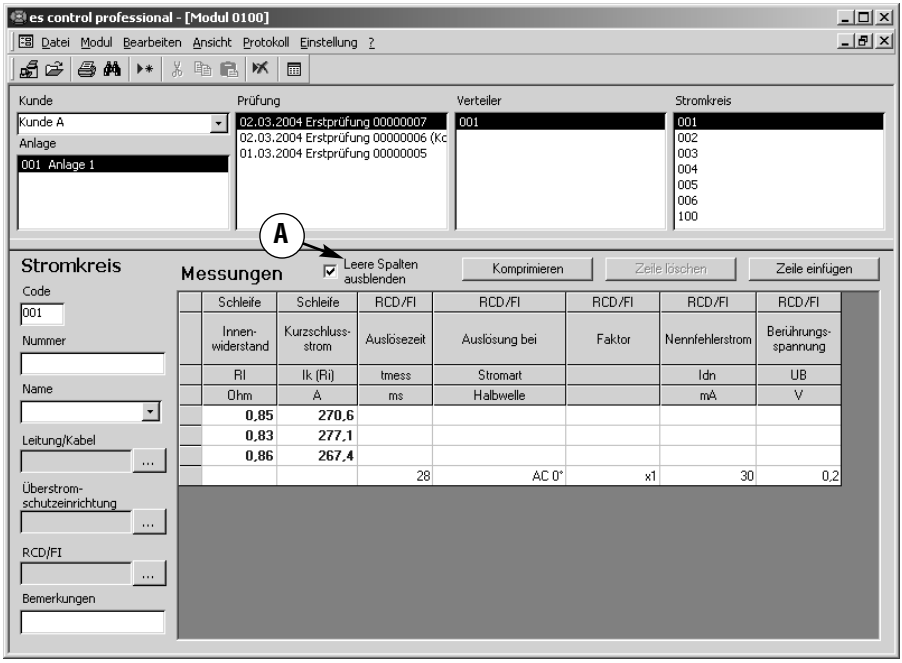

Bild 6.14: Fenster "Messungen'"
- Um leere Spalten auszublenden, klicken Sie auf das Markierfeld 'Leere Spalten ausblenden' (A), die eingelesenen Messergebnisse werden wie in Bild 6.14 dargestellt.